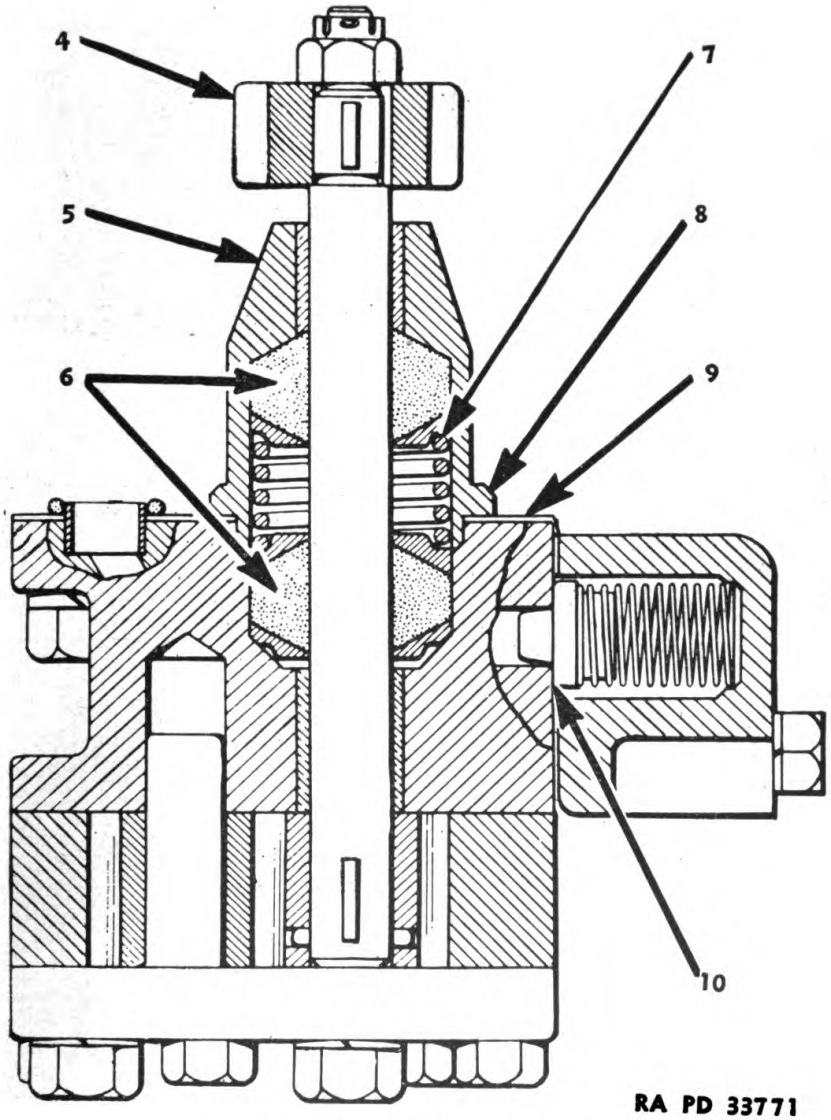

FIGURE 50.—Fuel transfer pump.
b. The plunger may fail to function properly if dirt gets between the seat and the plunger (10) (fig. 50). This may cause the fuel pressure
d. Wear in the pump gears is caused by dirty fuel. Gears may be replaced in a pump if the bracket and cover plate are not worn. The clearances are small between the moving and stationary parts of the pump (fig. 50), and for this reason ground joints instead of gaskets are used between the pump body sections.
e. The fuel transfer pump shaft seals (6) (fig. 50) are to keep fuel and lubricant from leaking along the shaft. The seat assembly (5) can be removed and the seals replaced after the gear (4) is pulled from the end of the shaft. The spring (7) between the two seal assemblies makes the seals self-adjusting. Should fuel leak past the seals, the pump should be dismantled and the seals replaced. In reassembly, gasket (9) must extend completely under the flange (8) of seat assembly (5) or fuel may be forced into the accessory shaft housing.